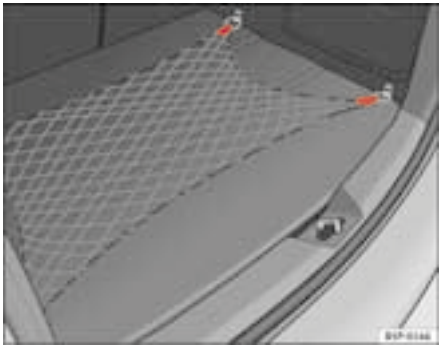

Fig. 105 Retaining net
– Use the fastening rings located on the side of the luggage compartment to attach the retaining net ⇒ fig. 105.